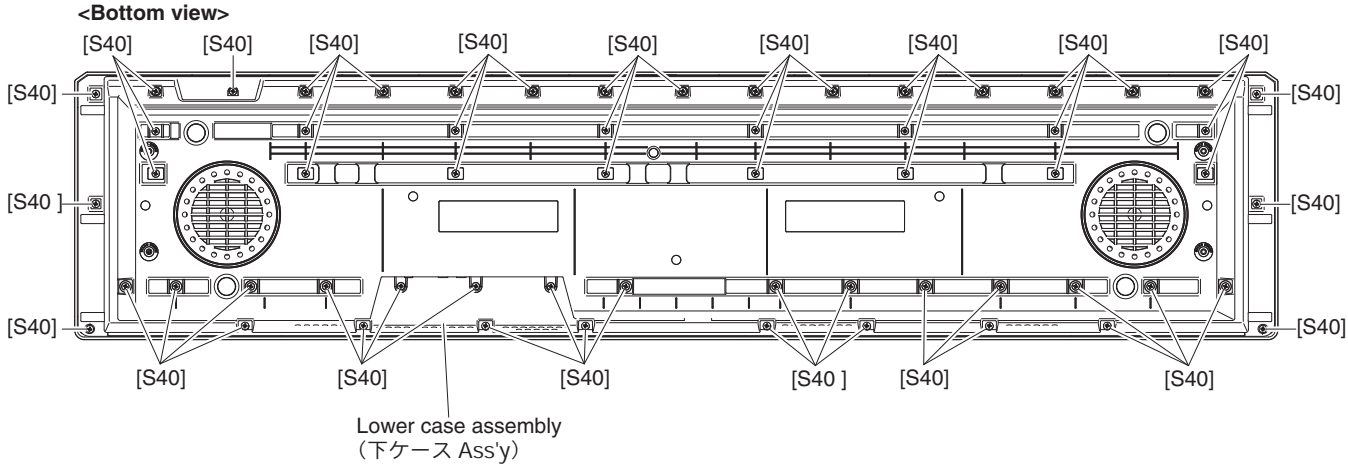

Fig. B-1（図 B-1）
B-1-1 Remove the sixty (60) screws marked [S40]. The lower case assembly can then be removed. (Fig. B-1)
B-1-1 ［S40］のネジ 60 本を外し、下ケース Ass'y を外します。（図 B-1）